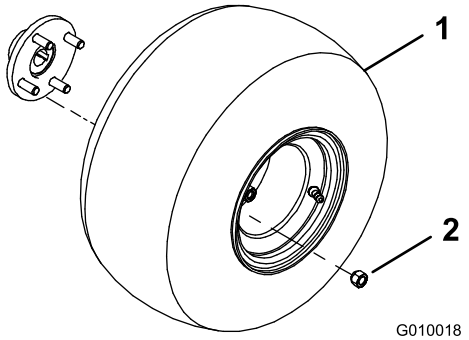

Rysunek 3
2. Zamontuj zespół koła na każdej piaście koła tylnego (Rysunek 3).
3. Załóż nakrętki zabezpieczające (Rysunek 3) i dokręć je momentem o wartości 61 do 75 Nm.